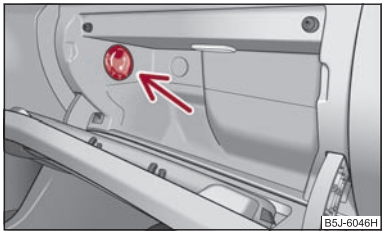

Fig. 78 Storage compartment: Using cooling system
- You can switch the cooling system on or off using the control dial ⇒ fig. 78.